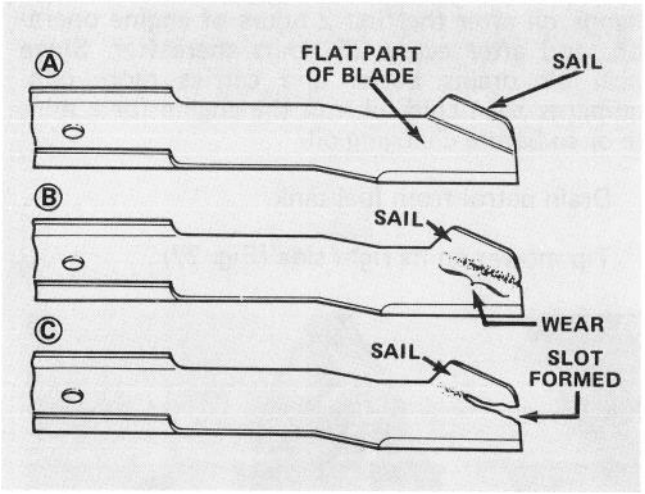

Figure 29
3. Examine cutting ends of blade carefully; sharpen or replace as needed (Fig. 29).